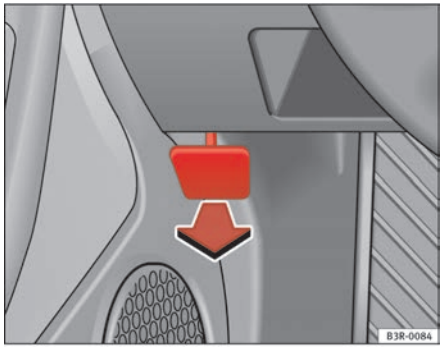

Fig. 162 Detail of foot-well area on driver's side: lever for unlocking the bonnet.
– To release the bonnet, pull the lever under the instrument panel ⇒ fig. 162 in the direction indicated (arrow).